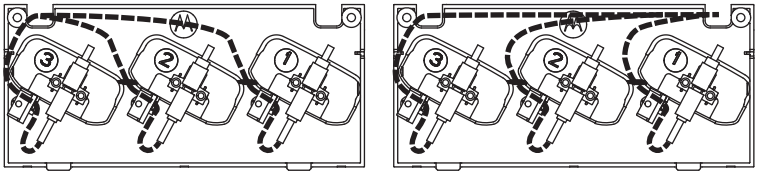

Figura 12: Coloque el cable USB según la ubicación de salida del cable.
3. Conecte el cable de programación en el receptáculo USB que se encuentra en la parte inferior de la cavidad de carga y coloque el cable o los cables como se muestra en la Figura 12.